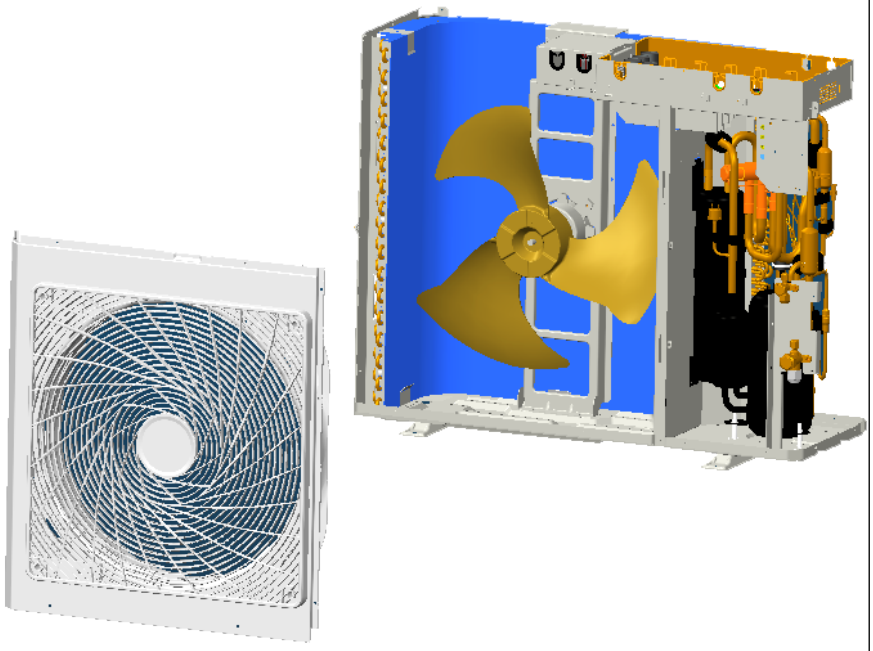

Fig. 3
- Loosen the tapping screws, and remove the Cabinet. [**See Fig. 3**]